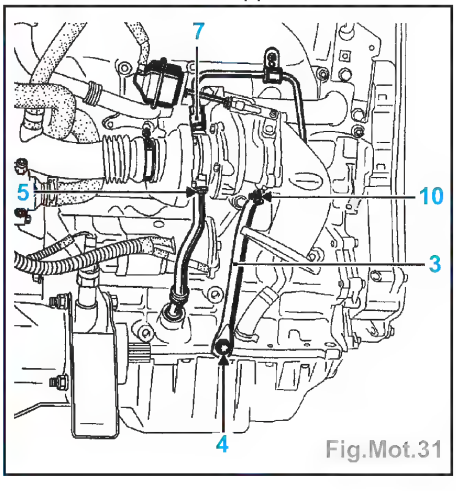

Fig.Mot.31
- la patte de fixation (3); pour déposer la vis (4), utiliser un outil de fabrication locale, sinon enlever la vis supérieure (10) (Fig.Mot.31),
- les deux vis fixant le tuyau (5) de retour d'huile du turbo au moteur.